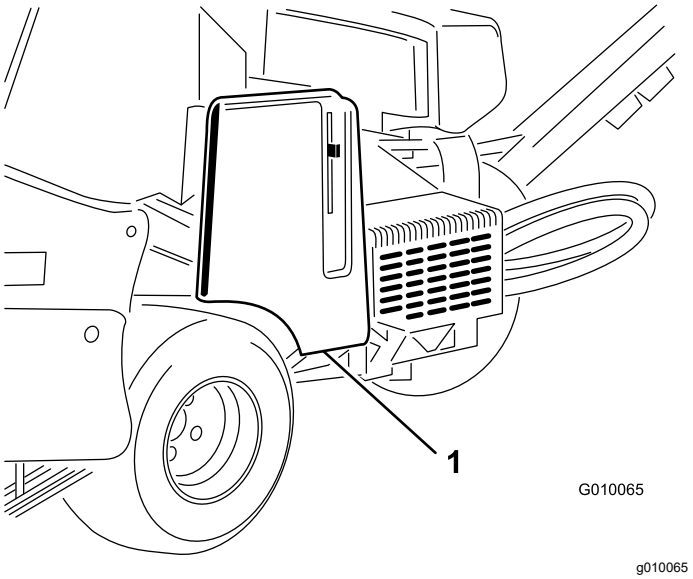

**Figure 57**
2. Unlatch and remove the belt cover (Figure 57).